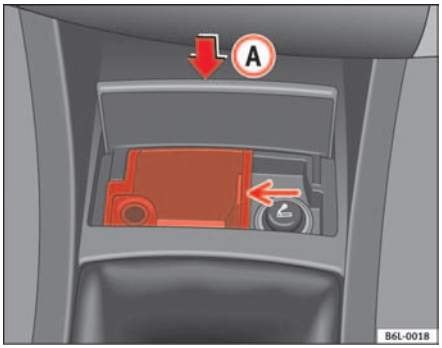

Fig. 80
– Press the lower part of the ashtray cover (A) ⇒ fig. 80 and it will open automatically with a spring action.